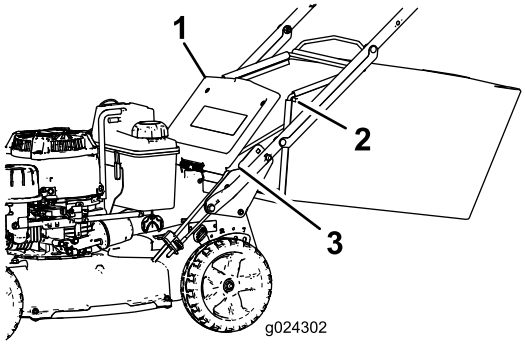

Figuur 20
2. Zet de achterklep omhoog en houd hem in deze stand (Figuur 20).
4. Breng de uiteinden van de grasvangerstangen aan in de inkepingen onderaan de handgreep en schud de grasvanger heen en weer om zeker te zijn dat de stang helemaal in de beide inkepingen zit (Figuur 20).
3. Neem de grasvangerstang uit de inkepingen onderaan de handgreep (Figuur 20).